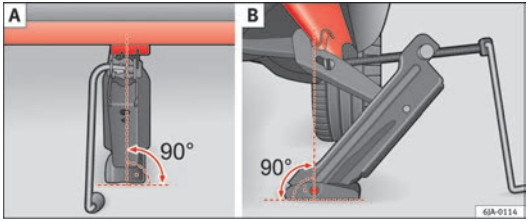

Fig. 133 Fitting the jack
– Adjust the jack so that its claw surrounds the jacking point on the door sill ⇒ Fig. 133 - B underneath the stamp on the door sill.
– Make sure that the base of the jack is entirely supported on a flat surface and that it is vertical ⇒ Fig. 133 to the point where the claw surrounds the jacking point on the door sill.